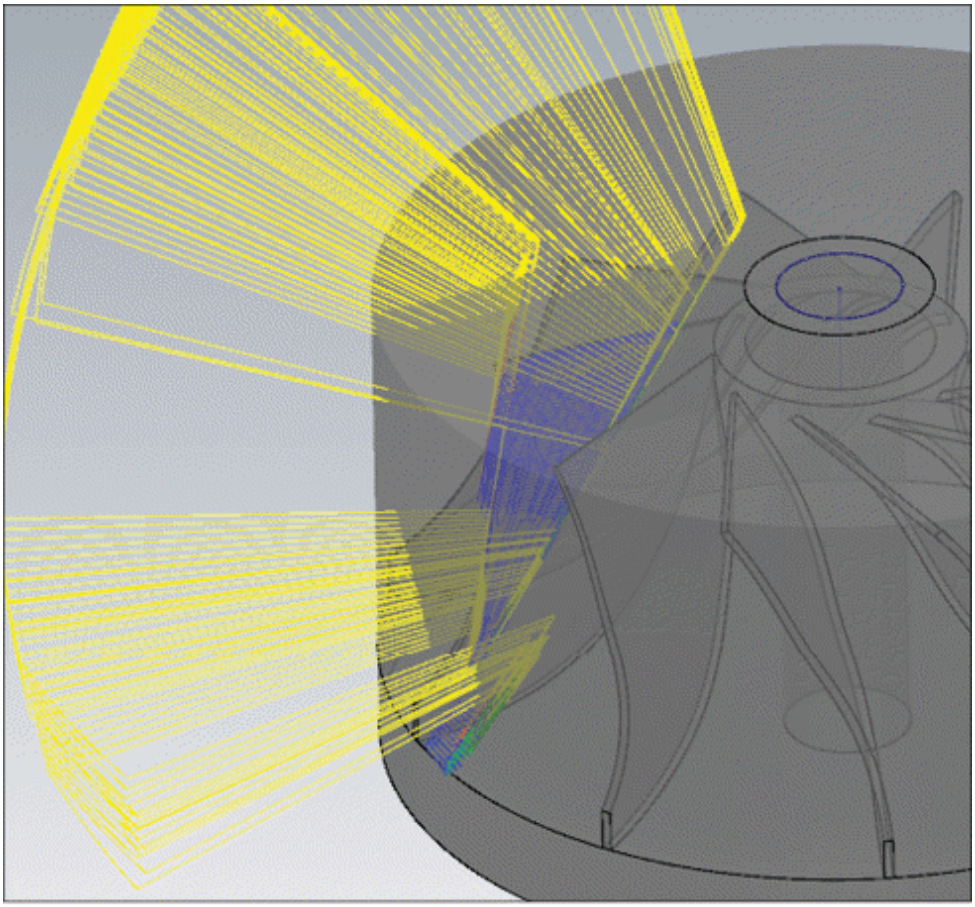

Figure-13. Swarf toolpath generated
- After setting all desired parameters, click on the **OK** button from the dialog box. The toolpath will be generated; refer to Figure-13.